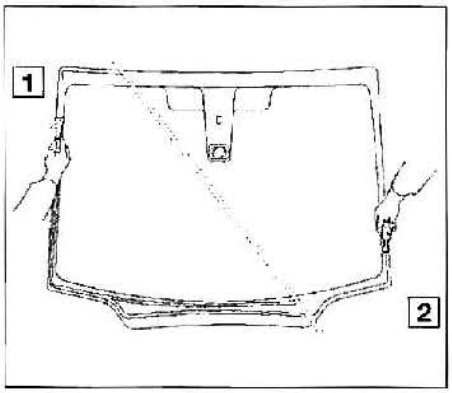

FIG. 82
• Enrasar el restante de cola en el parabrisas **(fig. 82)**.